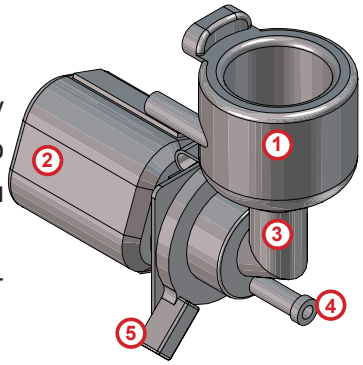

Рисунок 11.15
11.2.2.5 Миксер (см.рис.11.15)